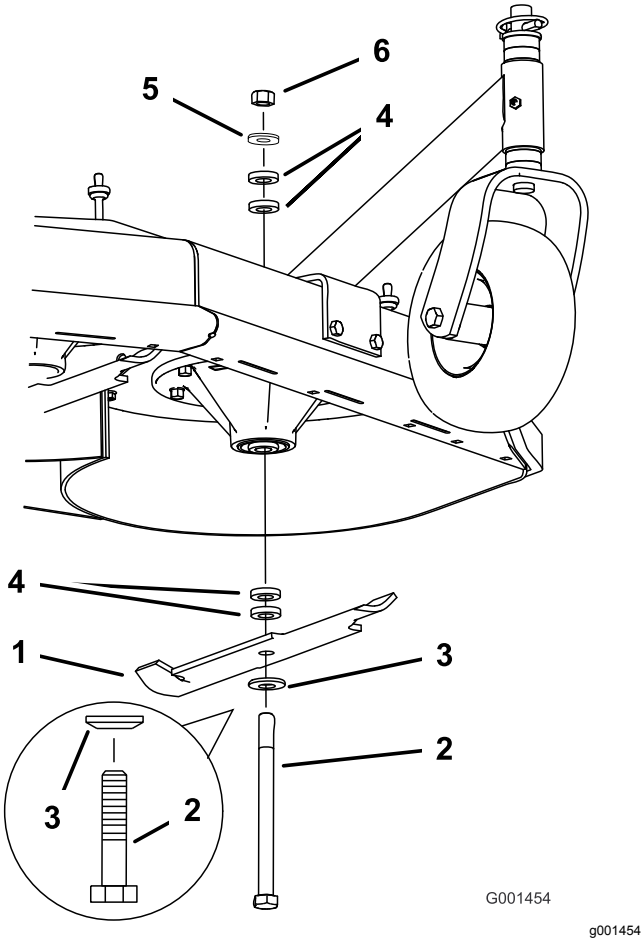

Figuur 57
2. Verwijder de moer, de mesbout, de klemring, het mes en de dunne ring van de spilas (Figuur 57).
1. Monteer de bout, de klemring en het mes. Selecteer het juiste aantal afstandsstukken voor de maaihoogte en schuif de bout in de spilas (Figuur 57).
2. Plaats de resterende afstandsstukken en bevestig deze met een dunne ring en een moer (Figuur 57).